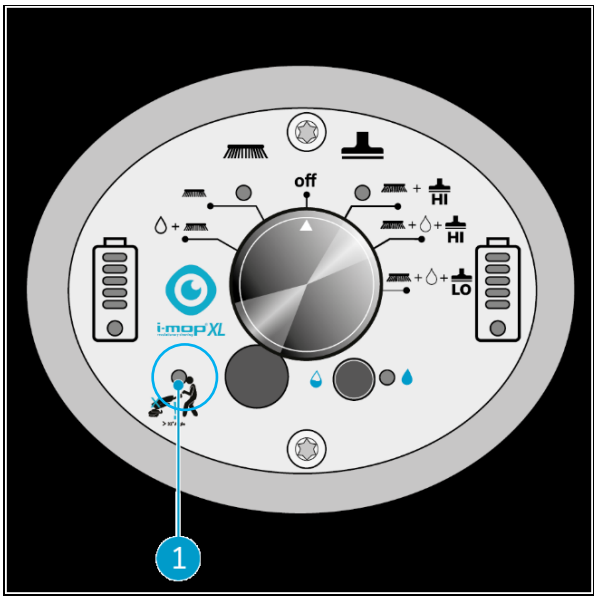

Figur 23
1. Vinkeladvarselsindikatoren blinker i det blå innringede området så snart operatøren går under 32 grader. Indikatorlampen tennes, og vannoppsamlingen settes på pause. Når håndtaket heves over 32 grader, starter vakuummotoren på nytt etter 5 sekunder. (figur 23)